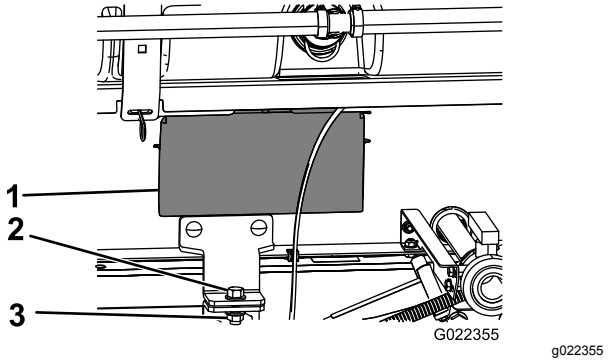

Figur 36
5. Fjern tilgangspanelene på begge sider av gliderammen (Figur 36).
8. Fest holdebrakettene for tankens gliderramme til planbraketten på hver side av rammen med en bolt (½ x 1½ tomme) og en låsemutter (1/2 tomme), som vist i Figur 36.